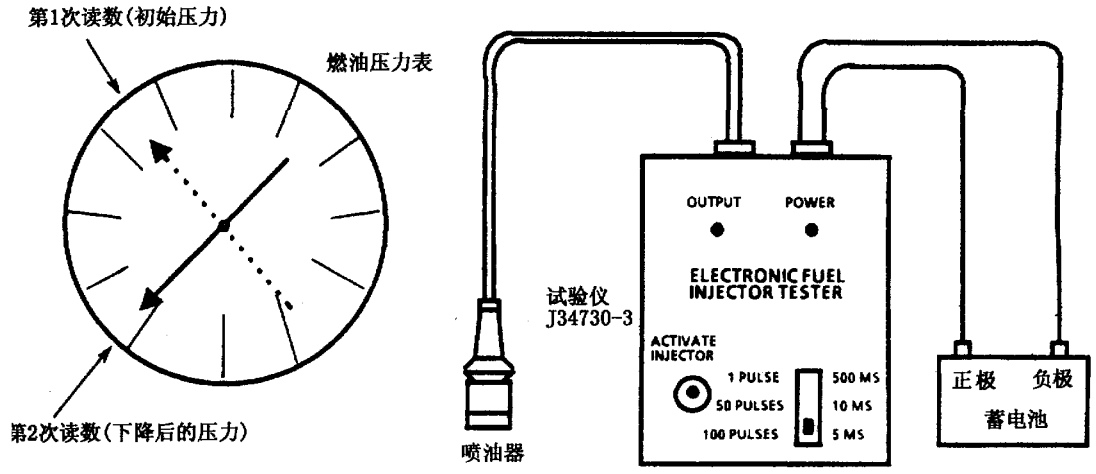

图3－99 喷油器的喷油均匀性试验
(1) 试验说明：喷油器喷油均匀性试验仪（见图3－99）是一种能让喷油器打开一定时间将一定量的燃油喷入进气歧管的工具。当使用该仪器使某一气缸的喷油器喷油时，会引起燃油分配管内的燃油压力下降。依次对各缸喷油器进行试验并比较各缸喷油器试验时燃油分配管油压的下降值。各缸喷油器试验时的压力下降值应基本相同，误差不得超过±10kPa。任何压力下降值高于或低于其他喷油器压力下降值平均数10kPa，则认为该喷油器有故障而应予更换。
(2) 步骤说明：在框图二十三中，在进行步骤①时，应先让发动机熄火冷却10min，以防汽油因高温汽化而影响压力读数。按3.10.2所述的方法释放燃油系统的压力，点火开关关闭，连接燃油压力表J29658。